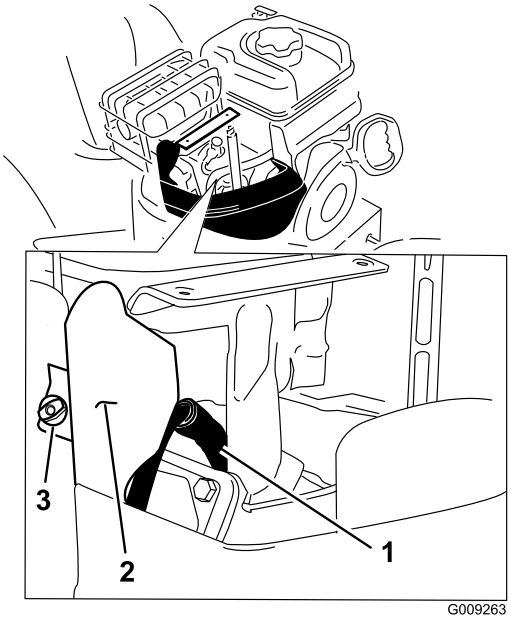

Figur 56
4. Ta bort fästets vingmutter och fästet (Figur 56).
5. Rengör runt basen på tändstiftet (Figur 56).